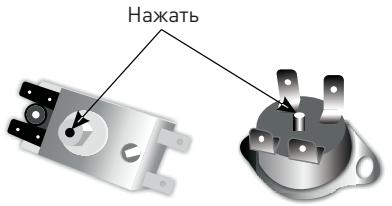

Рис. 1
3. Нажмите на кнопку, расположенную на термостате, для приведения ЭВН в обычный режим работы (Рис. 1).